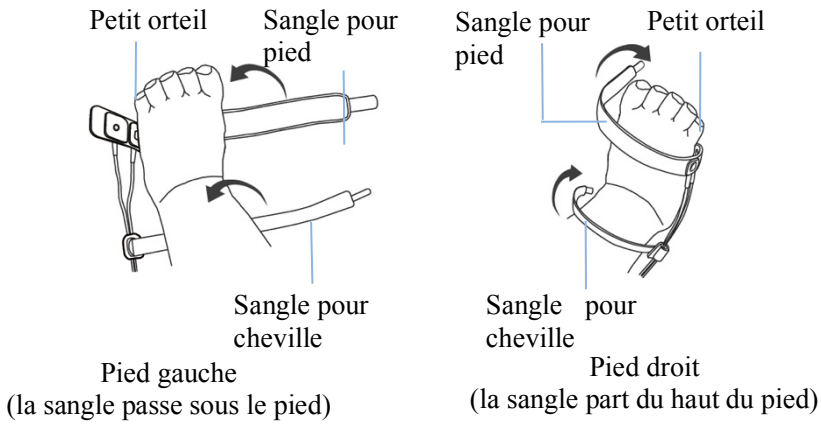

Figure 3.10B
① Pour un bon positionnement sur le pied, placer les capteurs à l'extérieur du pied, derrière le petit orteil. S'assurer que le capteur soit bien en contact avec la peau, puis fixer la sangle pour pied à l'aide du velcro (voir les figures 3.10B et 3.10C). Ne pas trop serrer.